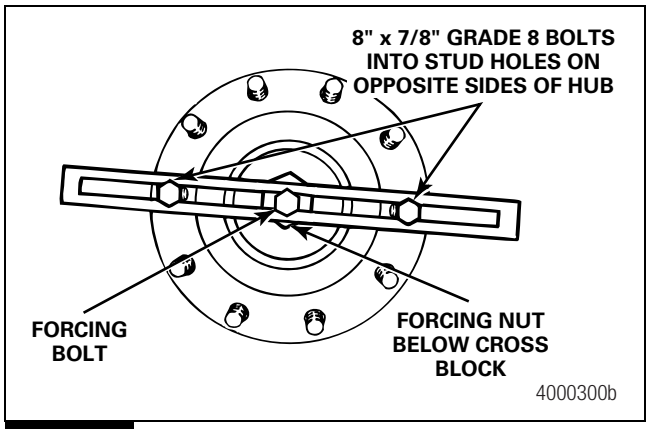

Figure 4.5
B. Install a 17.5-ton cross block puller with two 8 x 7/8-inch Grade 8 bolts. Figure 4.5.